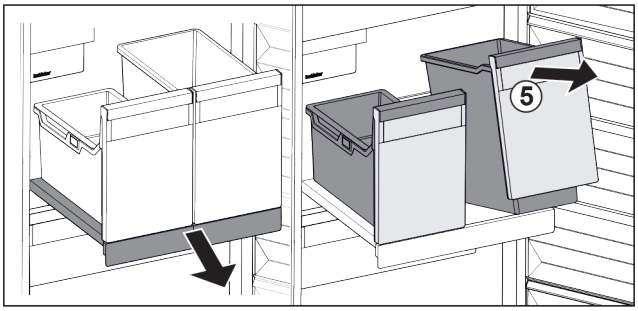

Fig. 18
▶ Приподнимите контейнеры *Fig. 18 (5)* спереди.